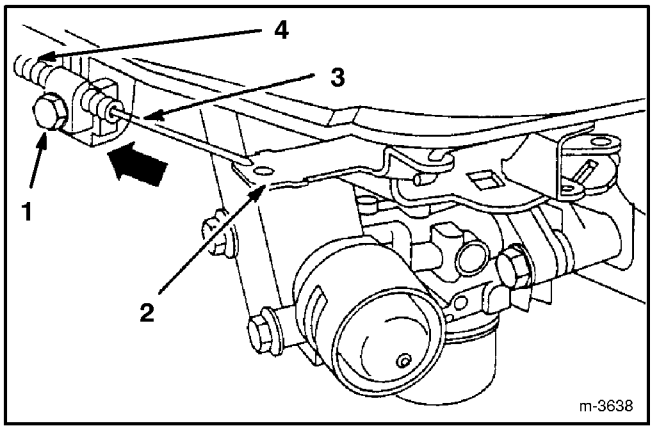

Figure 20
2. Loosen cable clamp screw until throttle cable slides (Fig. 20).
3. Move governor control lever, throttle cable and casing in direction of arrow as far as possible (Fig. 20).